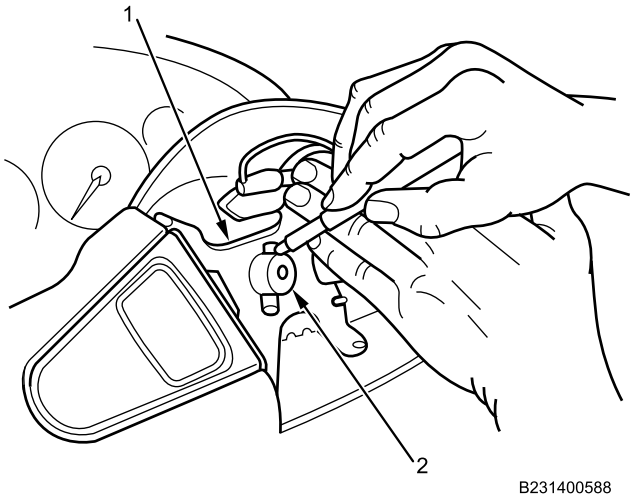

Figure 2. Steering Wheel and Shaft.
3. Make alignment marks on steering wheel (Figure 2, Item 1) and steering column shaft (Figure 2, Item 2) to aid in assembly.